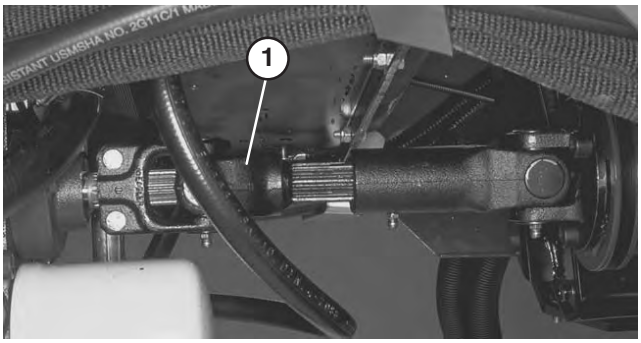

Figura 30
5. Cuando el remolcado esté completo, vuelva a instalar el eje de transmisión de la manera ilustrada en la Figura 30. Las acanaladuras están diseñadas de tal manera que sólo se ensamblan las dos mitades del eje cuando están correctamente orientadas.